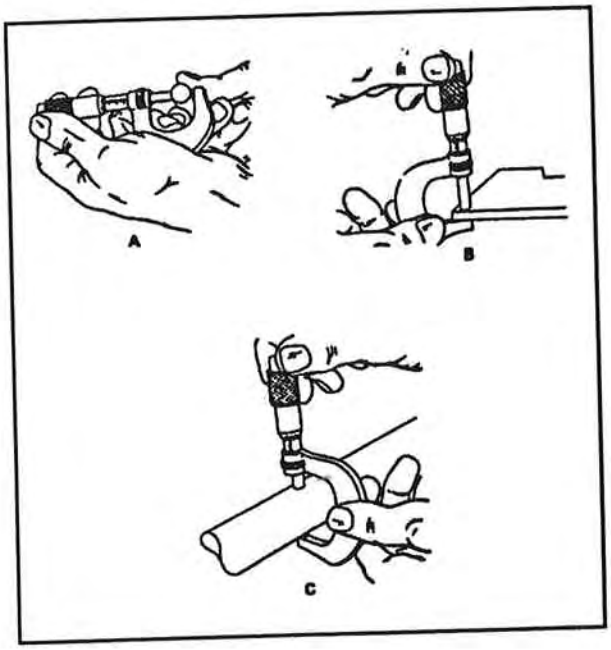

Figure 3-14. Holding a micrometer
Figure 3-14(A) shows the right way to hold a micrometer when checking a small part. Hold the part in one hand and the micrometer in the other hand so that the thimble rests between your thumb
Figure 3-14(B) shows the right way to hold a micrometer when checking a part too large to hold in one hand. Keep the part stationary and position it to be accessible to the micrometer. Hold the frame in position with one hand and square it to the surface being measured. Operate the thimble with the other hand, either directly or through the ratchet. A large part that is flat should be checked in several places to determine the amount of variation from thickness.
Figure 3-14(C) shows the right way to hold a micrometer to gage a shaft. Hold the frame with one hand while you operate the thimble with the other. When gaging a cylindrical part with a micrometer, you must feel the setting to make sure the spindle is on the diameter. Also check the diameter in several places to determine the amount of out-of-roundness.